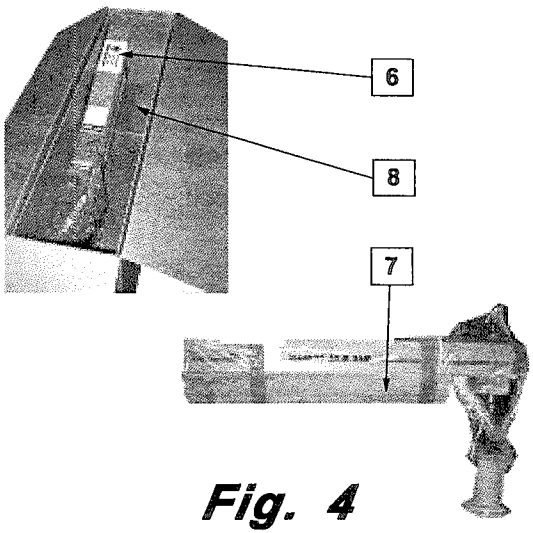

Fig. 4
3. Using an appropriately sized jack, lift the arm (**6**) of the machine. Verify that the wooden fence and the counter-table are wrapped inside the arm (**7**). See Fig. 4.
4. Remove the operating unit (**8**) from its own box. See Fig. 4
8. Accoppiare il supporto colonna con la base di appoggio sul banco in modo che le due spine (**5**) vadano all'interno delle sedi (**6**) predisposte. Fig. 4.
9. Avvitare a fondo le quattro viti 10x30 mm con le relative rondelle ø 10 mm utilizzando una chiave CH 17. Fig. 4.